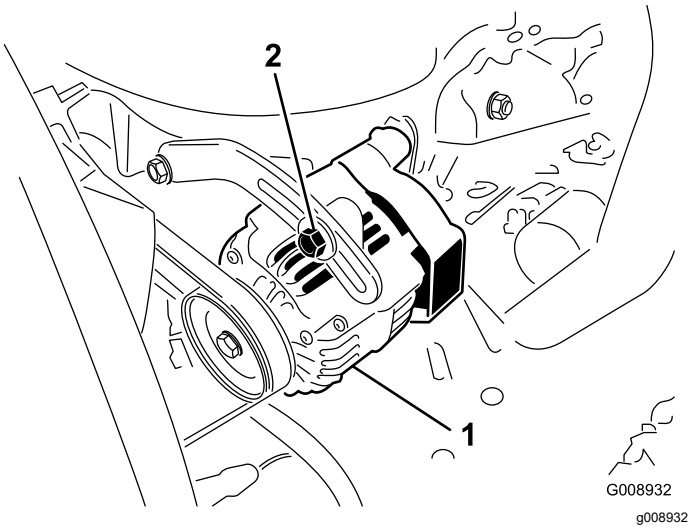

Рисунок 116
Через каждые 100 часов работы проверяйте состояние и натяжение ремней (Рисунок 116).
3. Если прогиб не равен 10 мм, ослабьте болты крепления генератора (Рисунок 116).